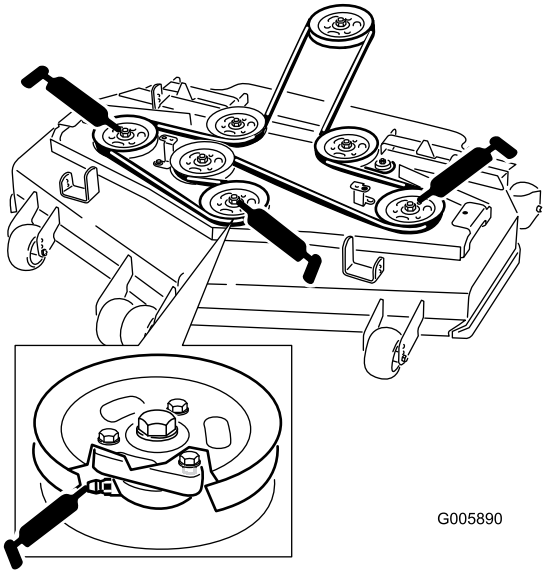

Figuur 25
4. Smeer de drie aslagers onder de poelies totdat er vet bij de onderste afdichtingen naar buiten komt (Figuur 25).
5. Pomp vet in de smeernippels op de duwarmen (Figuur 25).